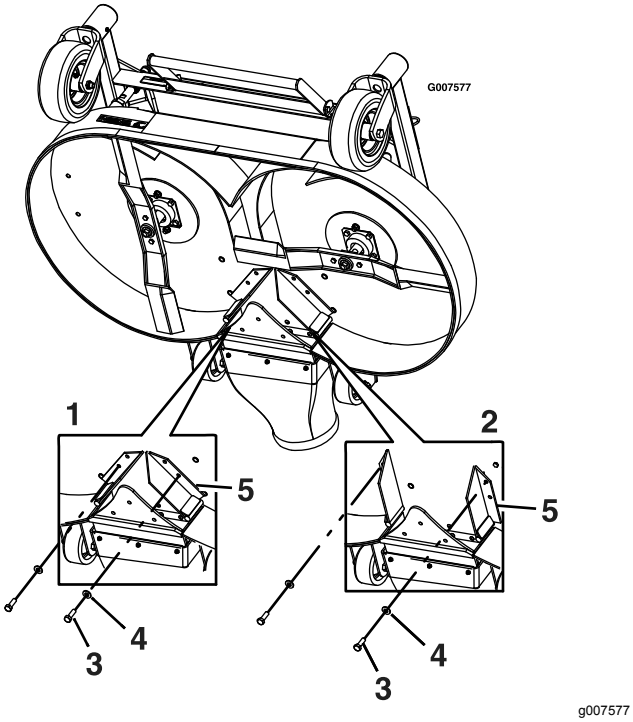

Figuur 14
7. Verwijder de bout en onderlegring aan de voorkant van elk FRS schot (Figuur 14).